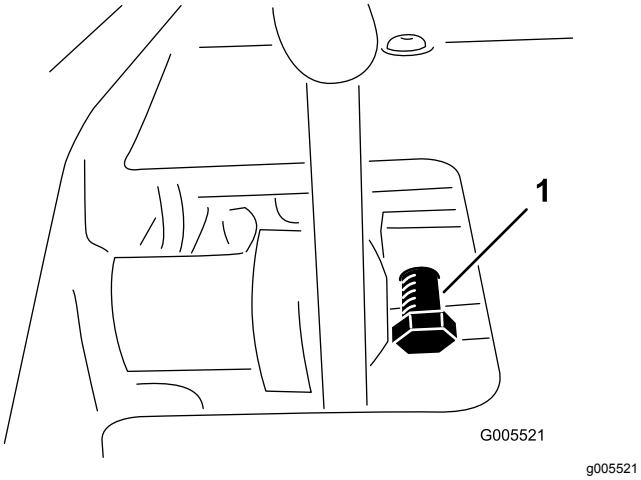

Figur 54
1. Løsne låsemutteren på pedallåsebolten (Figur 54).